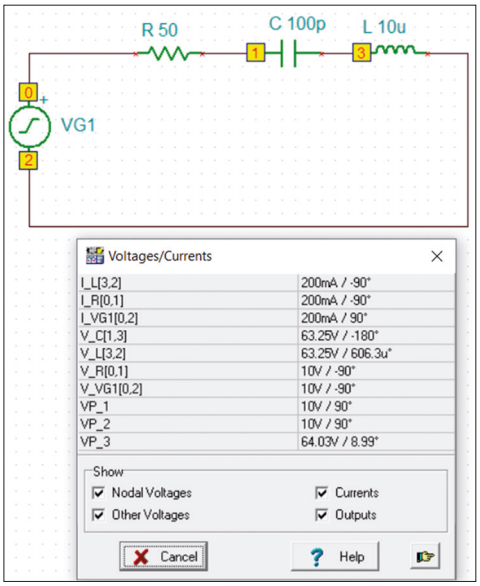

Figure 8.5 The RLC circuit built in the simulator.
- Click on resistor, capacitor, and inductor and connect them in series as in Figure 8.5. Set the values of the components by right-clicking on them.